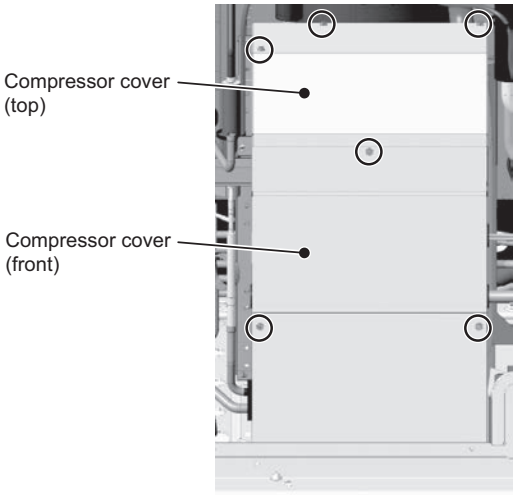
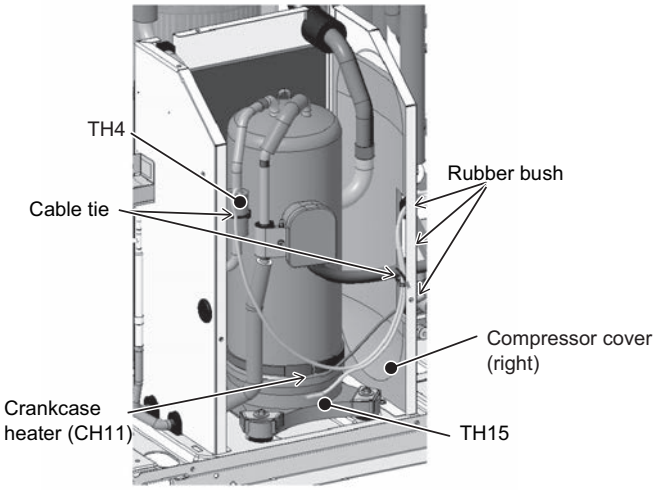

Figure 2
Figure 3
(1) Remove the front heat exchanger. Refer to 8-13-13 Maintenance Procedures for the Heat Exchanger <Type A/TypaA1> for details.
(2) Remove the top and front compressor covers by unscrewing the six screws. (See Figure 2.)
(3) Cut the cable ties holding TH4 and TH15, and remove the TH4, TH15, and crankcase heater (CH11) wires from the rubber bush on the right compressor cover.
(4) Remove the right compressor cover by unscrewing the screw. (See Figure 3.)